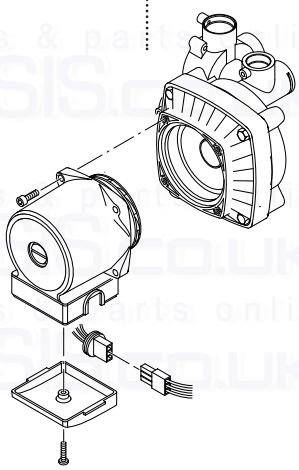

Fig. 52
13.9 Pump (Head Only) (Fig. 52)